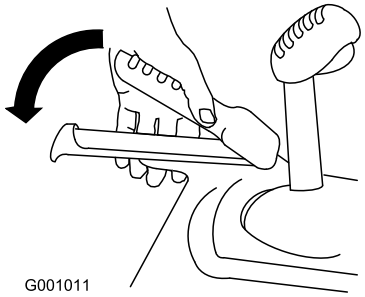

Rysunek 29
1. Aby włączyć napęd trakcyjny, przyciśnij lewą ręką dźwignię (trakcji) do uchwytu (Rysunek 29).